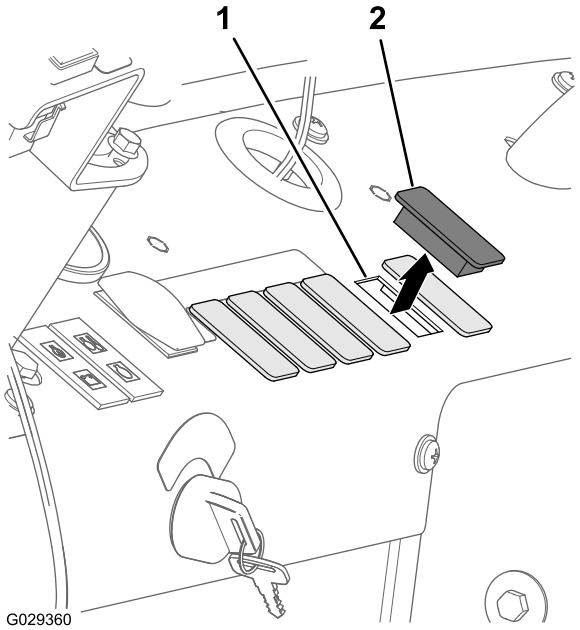
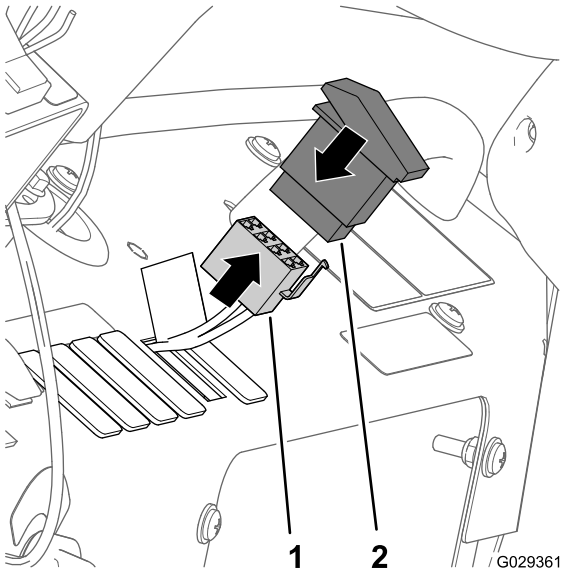

Figur 27
Figur 28
1. Ta bort den femte pluggen till höger på maskinens instrumentbräda (Figur 27).
2. Rikta in kontakten med åtta uttag genom instrumentbrädans öppning och anslut kontakten (Figur 28) till stiften på baksidan av vippomkopplaren med två lägen (omkopplare för KOMPRESSOR PÅ/AV).
3. Montera omkopplaren i instrumentbrädan och tryck in omkopplaren tills den snäpper ordentligt på plats i öppningen (Figur 27 och Figur 28).